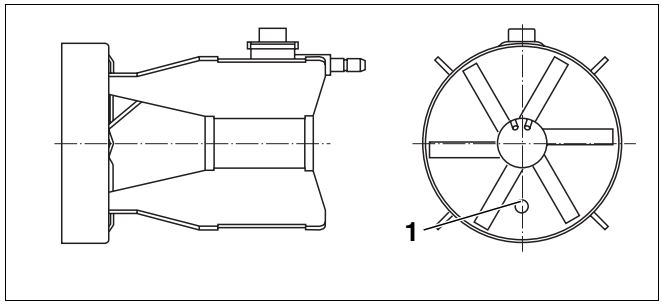

Fig. 31 Deflettore
- Durante il montaggio, assicurarsi che il foro (fig. 31, **pos. 1**) si allinei con la fotocellula nel deflettore.